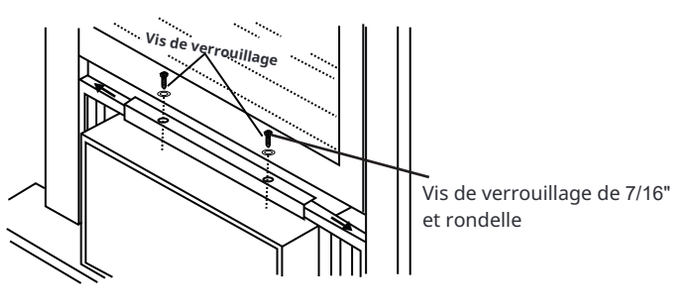

Fig.17
2. Étendre les panneaux pour remplir complètement l' ouverture de la fenêtre. Serrer les vis de verrouillage sur le dessus (Fig.17).